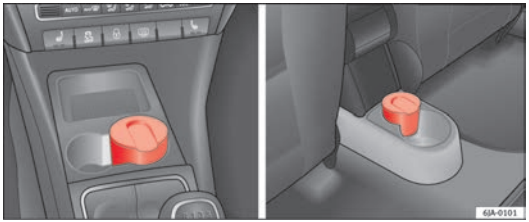

Fig. 85 Centre console: front ashtray/rear ashtray
– Pull the ashtray ⇒ Fig. 85 upwards to remove.